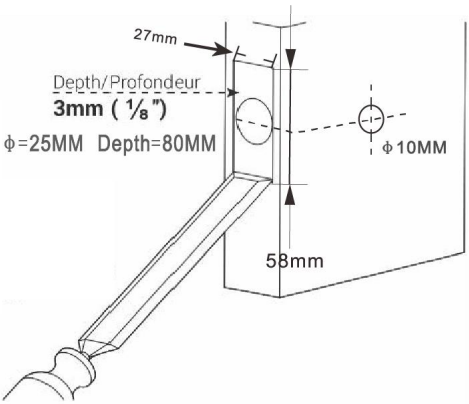

FIG4
1)Mark a center point on the "Latch Center Line".(as Fig 4)